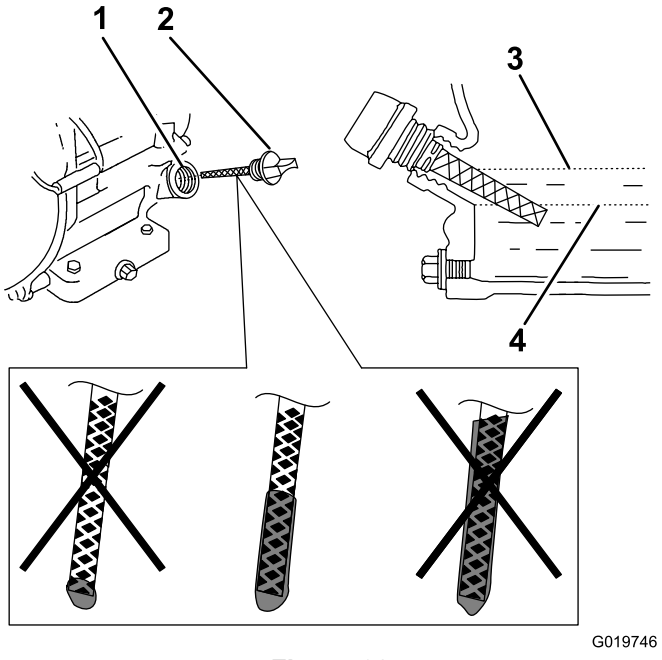

Figure 32
4. Retirez le bouchon de remplissage/jauge d'huile et essuyez soigneusement son extrémité (Figure 32).
5. Insérez complètement la jauge d'huile dans l'orifice de remplissage, mais ne la vissez pas (Figure 32).
6. Ressortez la jauge et examinez l'extrémité. Si le niveau est bas, versez lentement juste assez d'huile dans l'orifice de remplissage pour amener le niveau au repère maximum (Full) sur la jauge (Figure 32).
7. Revissez la jauge en place (Figure 32).